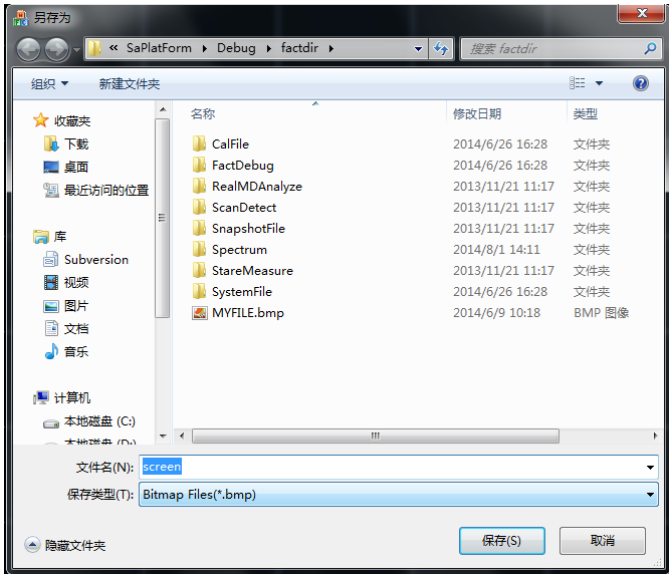

图 3.27 文件保存界面
- 按下软菜单[保存...]，弹出文件另存为对话框，选择需要存储文件的路径和文件名，点击保存即可，如图 3.27 所示。